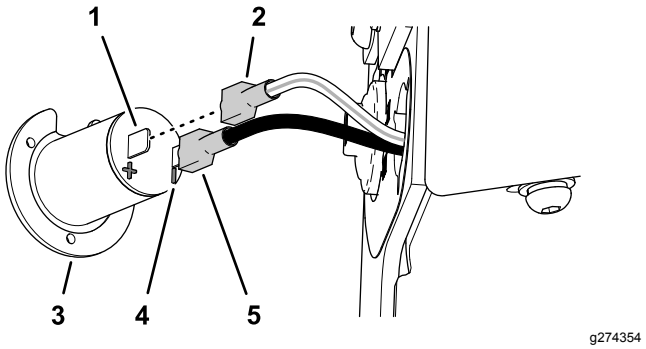

Figure 5
3. Route the connectors and wires through the hole in the console arm (Figure 5).
4. Connect the terminal for the black wire to the (-) spade connector of the accessory port (Figure 5).
5. Connect the terminal for the white/red wire to the (+) spade connector of the accessory port (Figure 5).